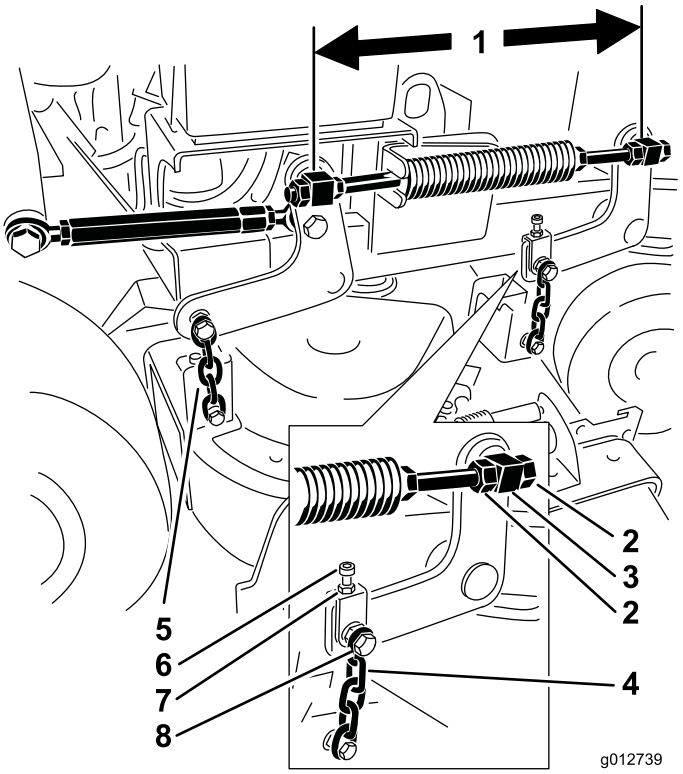

**Figur 82**
6. Kontroller afstanden mellem drejeleddene, mål fra drejeleddenes midte (længden fra midte-til-midte) på gevindstangen. Længden skal være 49,5 cm for 91 cm plæneklipperskjolde og 43,7 cm for 102 cm plæneklipperskjolde (Figur 82).
9. Brug kontramøtrikkerne på det forreste drejeled til at justere længden mellem de forreste og bageste drejeled i den pågældende side (Figur 82).
11. Brug justeringsbolten til at stramme begge frontkæder lige meget (Figur 82).
5. Løsn møtrikken på den øvre kædebolt og kontramøtrikken på justeringsbolten (Figur 82).
6. Brug justeringsbolten til at gøre det forreste punkt **A** 6 til 10 mm lavere end det bageste punkt **B** (Figur 82).